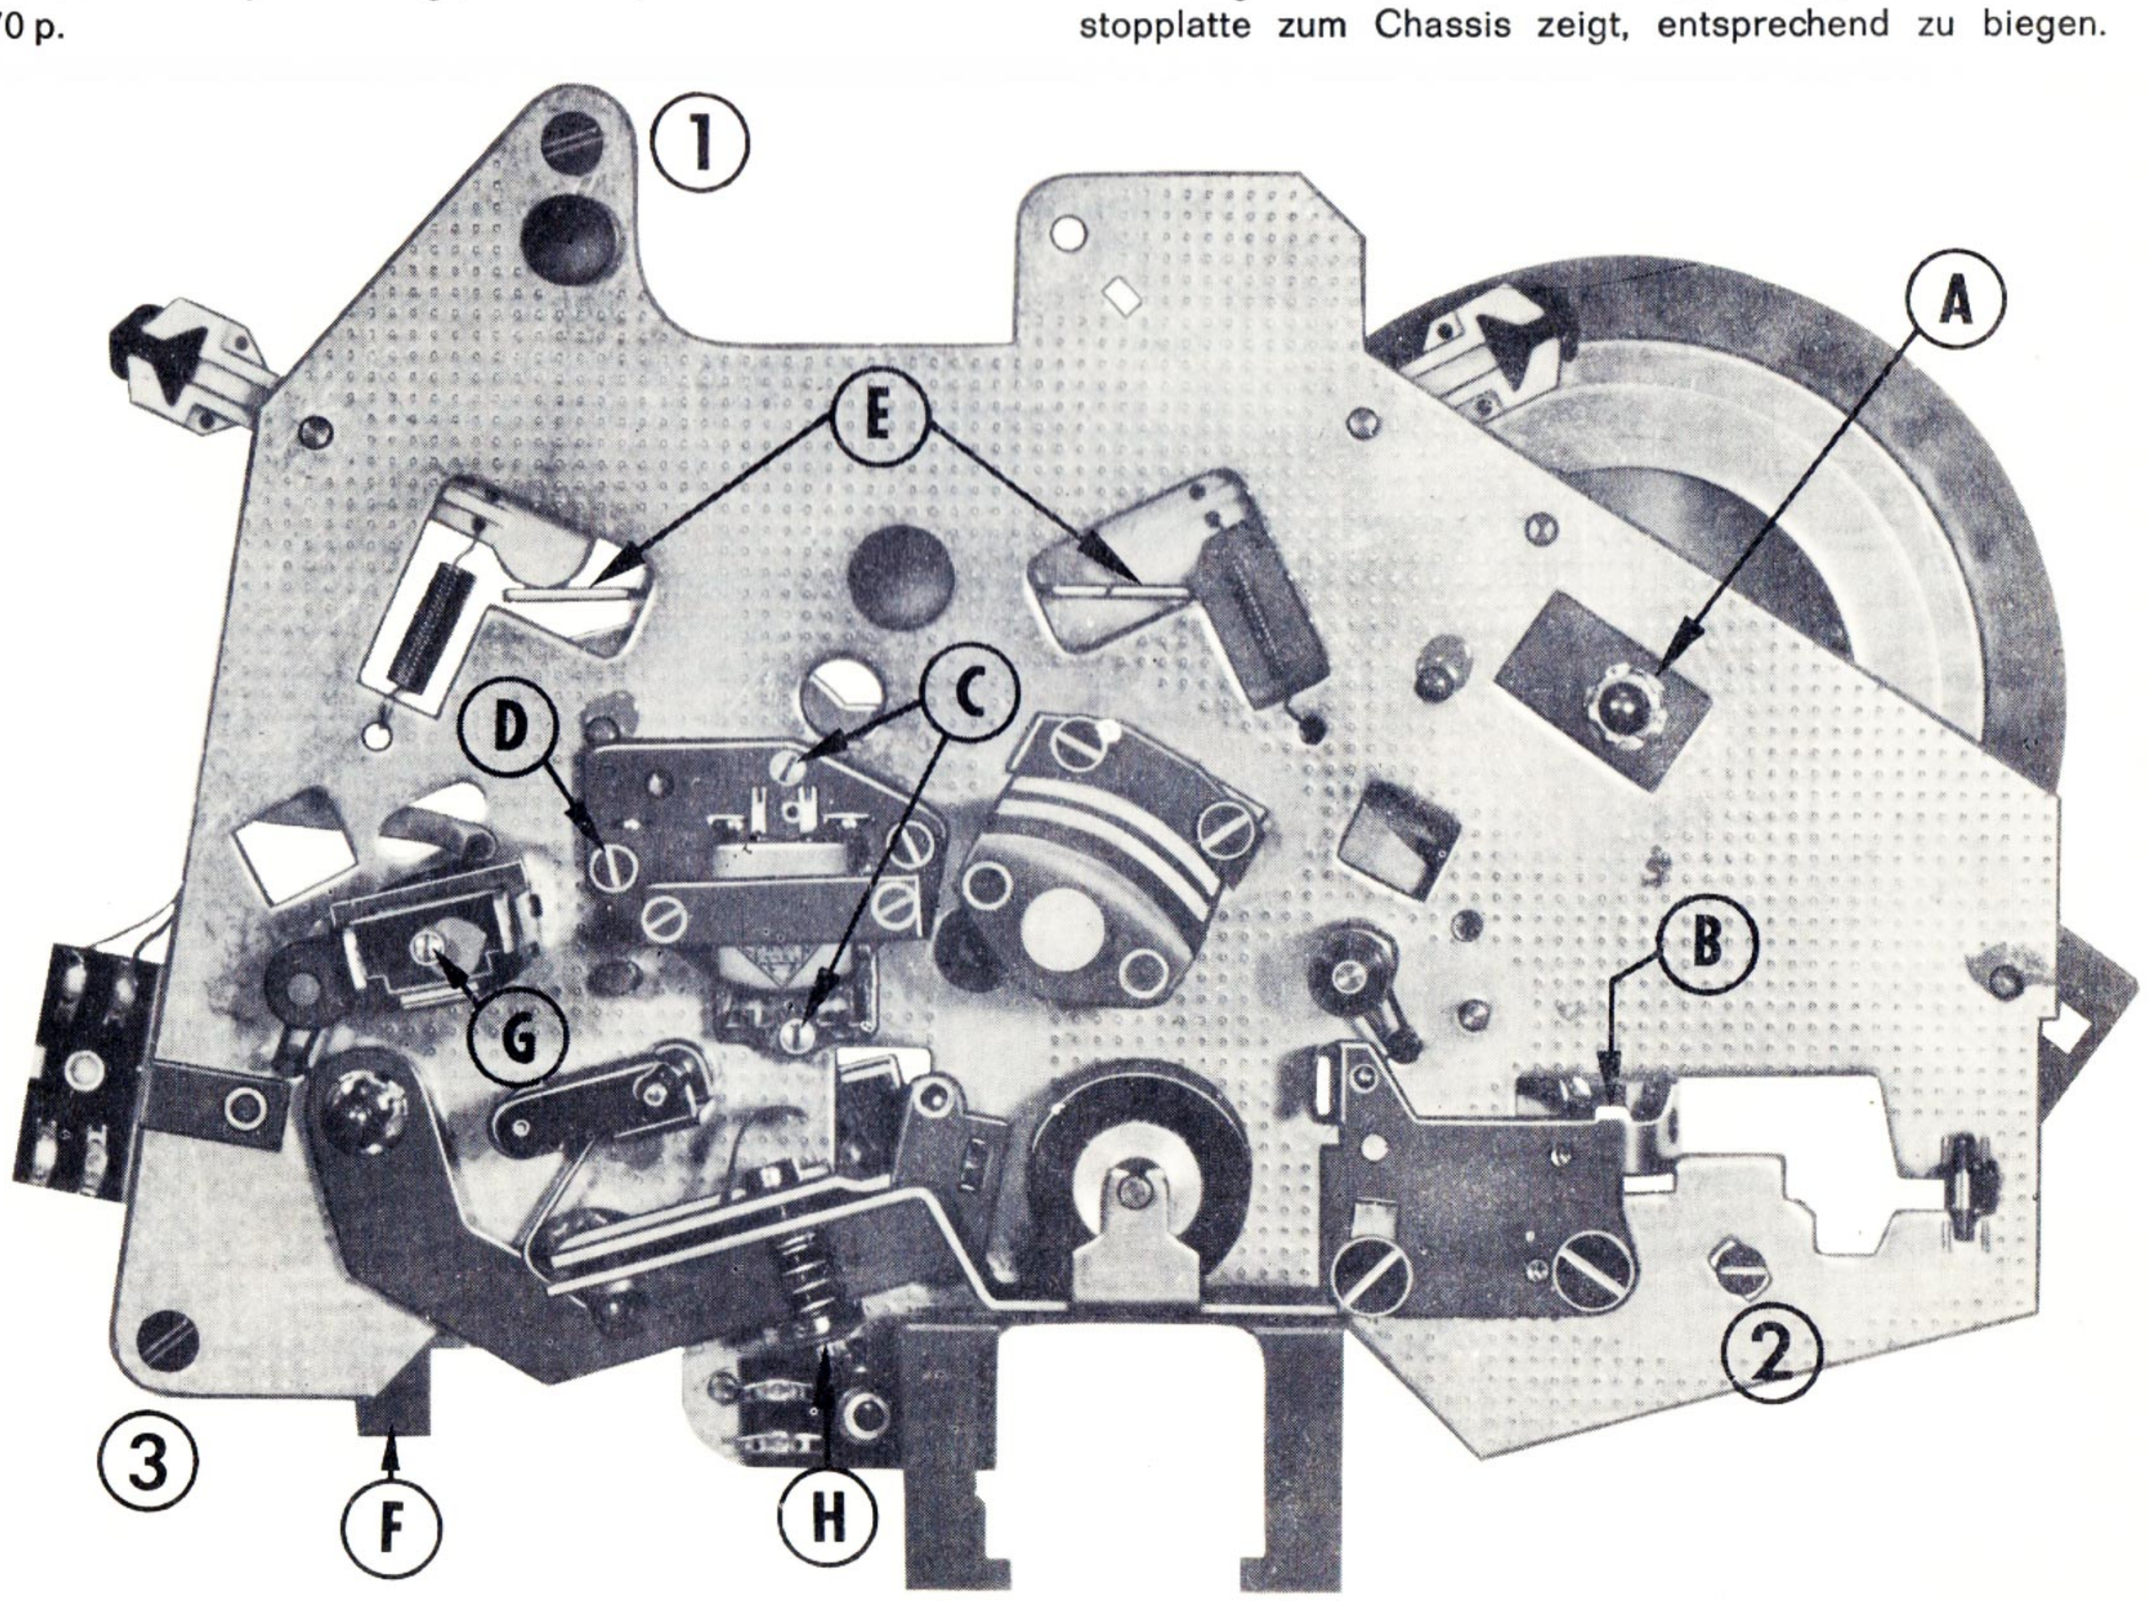

Abb. 5 Darstellung der Kopfträgerplatte
Rechten Wickelteller abnehmen, die drei Befestigungsschrauben 1, 2 und 3 (Abb. 5) der Kopfträgerplatte herausschrauben, Kopfträgerplatte nach oben von der Tonwelle abziehen (das Kunststoff-Prismenlager der Tonwelle verbleibt in der Kopfträgerplatte).
Kopfträgerplatte wieder auf die Tonwelle aufsetzen. Prüfen, ob die Platte sicher auf ihren Stützen aufliegt und der Hebel des Drucktastensatzes vor dem Schieber (F) der Platte liegt. Schrauben in der Reihenfolge 1, 2, 3, wie in Abb. 5 angegeben, festschrauben. Falls der Staubschutzring verrutscht sein sollte, ihn nur so weit nach unten schieben, daß zum Prismenlager in der Kopfträgerplatte noch ein Abstand von etwa 0,5 mm verbleibt. Der Staubschutzring darf die Oberkante der Gummirolle nicht berühren.